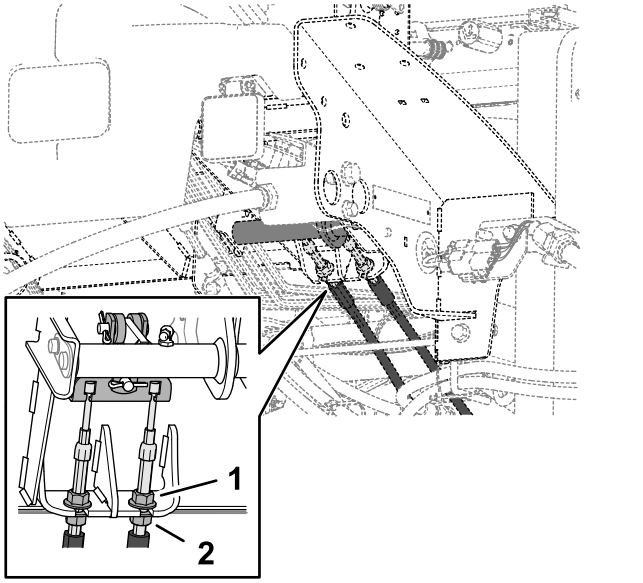

**Figuur 113**
5. Om de speling van het rempedaal te verminderen, draait u de voorste contramoeren los op het uiteinde met schroefdraad van elke remkabel (Figuur 113).